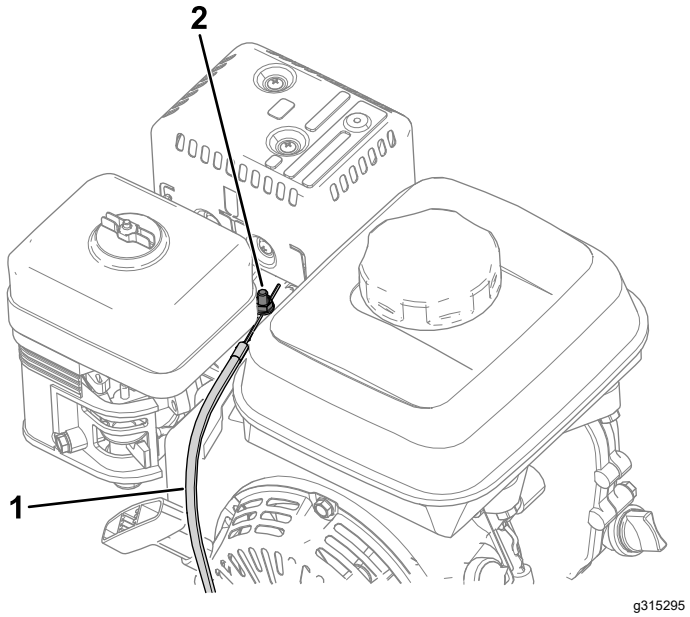

Figure 35
4. Desserrez la vis de serrage du conduit du câble (Figure 35).